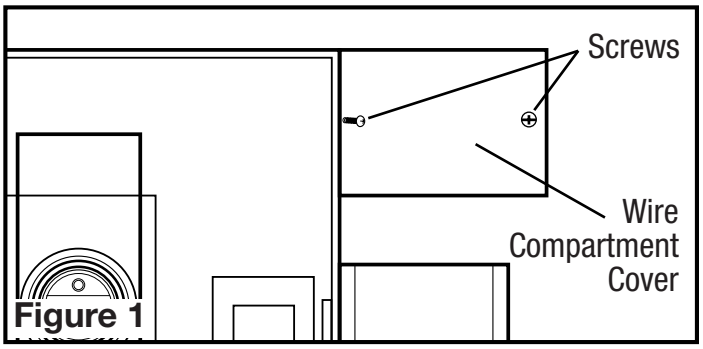

Figure 1
2. Remove the wire compartment cover by loosening the two screws holding the cover in place **(Figure 1).**